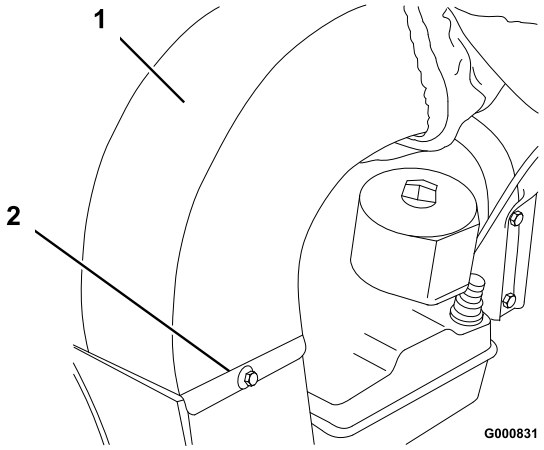

Figuur 8
1. Monteer de afvoertunnel en zet deze vast met een bout (1/4 x 1/2 inch) en een borgring (1/4 inch) (Figuur 8).